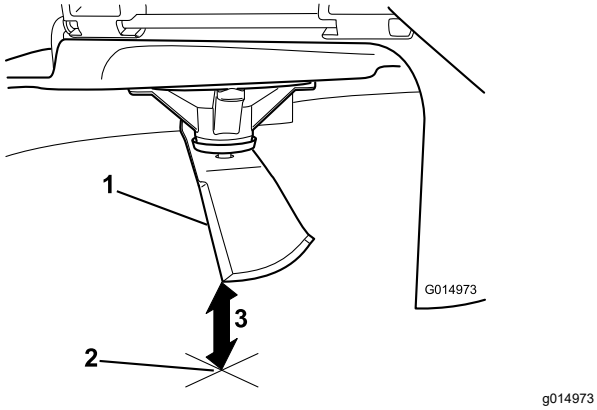

Figur 104
3. Mät från knivspetsen till den plana ytan (Figur 104).